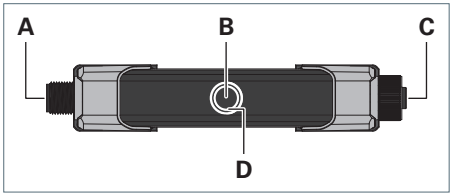

Fig. 1: Panoramica di prodotto.
- ▶ **LDS/ST**: posizionare il centro del sensore **B** a una distanza da 3,5 cm a 130 cm rispetto all'oggetto da rilevare, vedi Fig. 1.